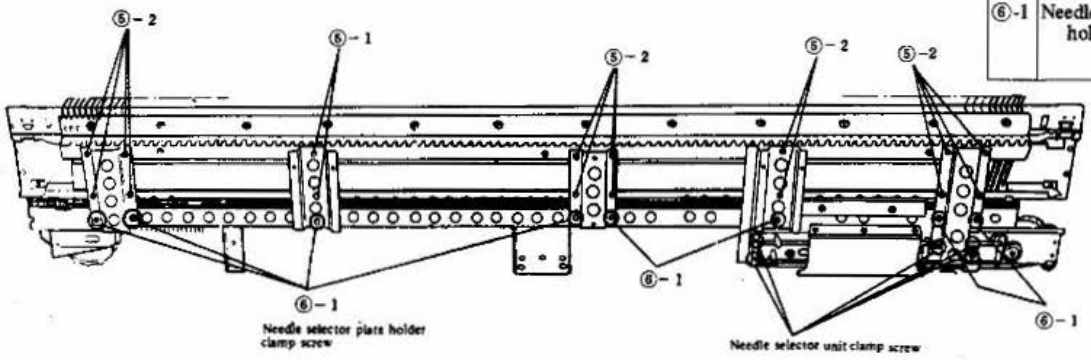

Fig. 16
1. Don't remove the "encircled" eight clamping screws for the needle selector plate holder and the similar five clamping screws for the needle selector unit shown in Figure 16 except at the time of overhauling the needle selector unit.